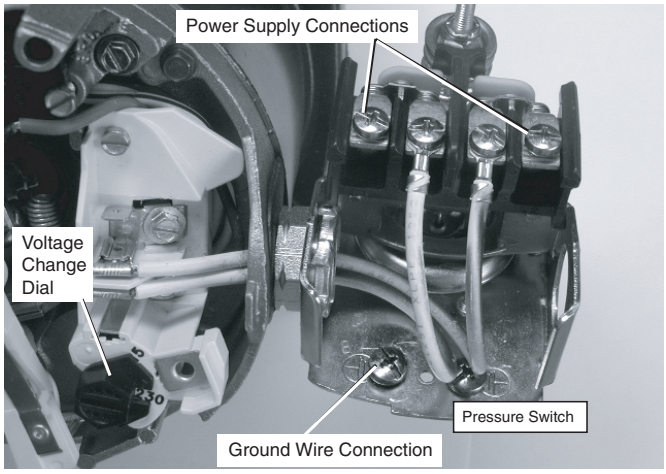

Figure 14: Voltage set to 230 volts, Dial Type
3. Attach the incoming power leads to the two outer screws on the pressure switch as shown in Figure 14.
4. Attach the ground wire to the grounding connections as shown in Figure 14.
Step 1. Connect the ground wire first as shown in Figure 14. The ground wire must be a solid copper wire at least as large as the power supply wires.
Step 4. Connect the power supply wires to the pressure switch as shown in Figure 14.